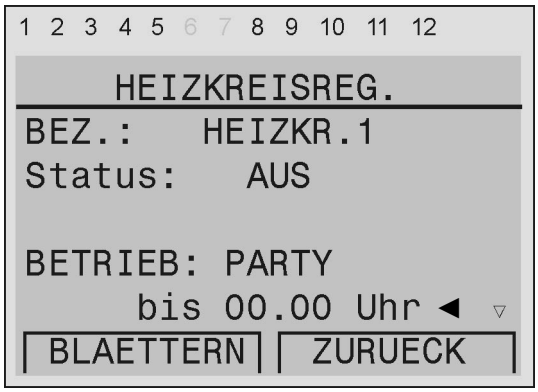

Bild 25 Anzeigenansicht zur Einstellung des Wiederbeginns des Automatikmodus (Ausschnitt aus Bild 23 mit Betriebsmodus „Party“).
d) Der Betriebsmodus „PARTY“ verhindert, dass die Raumtemperatur auf die Absenktemperatur abfällt. In der folgenden Zeile „bis 00.00 Uhr“ muss dann eingegeben werden, ab wann wieder der Automatikbetrieb gelten soll (siehe Bild 25).